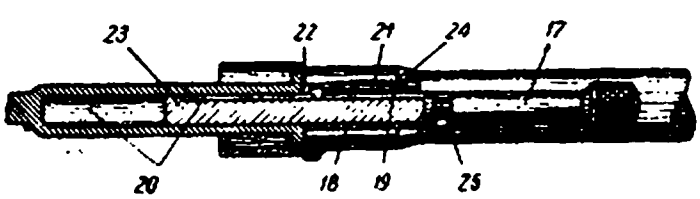

Рис. 8
Выявить при выталкивании стреляных гильз из камор барабана, обращая внимание на легкость и плавность движения шомпола. Причины тугого движения шомпола: 1. Изгиб шомпола (*17* на рис. 8). Отделить шомпол и проверить его прямизну линейкой. Шомпол не должен иметь погиба.	Выправить погнутый шомпол медным молотком на свинцовой плите.
2. Помятость шомпольной трубки (*18* на рис. 8). Отделить шомпол и осмотреть шомпольную трубку. Вмятины, нарушающие плавность движения шомпола в трубке, не допускаются.	Выправить шомпольную трубку (карта 6).
3. Несовмещение канала шомпольной трубки (*19* на рис. 8) с каналом оси барабана (*20* на рис. 8). Проверить движение шомпола по отдельности в канале шомпольной трубки и в канале оси барабана. Затем в собранном револьвере, поворачивая шомпольную трубку, привести ее в крайнее левое положение и, продвигая шомпол назад, проверить плавность его движения. Шомпол должен свободно, без утыкания, входить в канал оси барабана.	Если нарушено совмещение оси трубки с осью барабана — револьвер отправить в вышестоящий ремонтный орган.
Слабое соединение шомпола с шомпольной трубкой Выдвинуть шомпол вперед и придать револьверу вертикальное положение — рукояткой вниз; при этом шомпол, не удерживаемый рукой, не должен опускаться от собственного веса. Причины слабого соединения шомпола с шомпольной трубкой: 1. Изгиб пружины шомпола (*21* на рис. 8). Проверить работу пружины и, отделив, осмотреть ее. Пружина шомпола должна своим зубом нажимать на шомпол и удерживать его при выдвинутом положении.	Восстановить кривизну пружины правкой ее медным молотком на свинцовой плите. При повторных случаях заменить пружину новой.
2. Износ зуба пружины шомпола (*22* на рис. 8). Осмотреть зуб пружины и проверить, упирается ли он в дно продольного паза шомпола. Давление зуба пружины на шомпол должно быть достаточным для удержания шомпола в выдвинутом положении.	Заменить пружину. Как временное мероприятие увеличить высоту зуба за счет подчистки пружины около зуба трехгранным надфилем.
Выпадание шомпола Выдвинуть шомпол доотказа вперед и посмотреть, не вынимается ли он при этом из шомпольной трубки. Причины выпадания шомпола: 1. Износ или излом упорной стенки шомпольной дорожки (*23* на рис. 8).
2. Поломка винта пружины шомпола (*24* на рис. 8). Проверить соединение винта пружины с шомпольной трубкой.	Если конец сломанного винта выступает из гнезда, вывернуть его и поставить новый винт. Высверлить конец сломанного винта и прочистить резьбу гнезда (карта 8) при невозможности вывернуть.
Продвинуть шомпол назад доотказа и повернуть его налево; проверить, прочно ли он удерживается в этом положении от смещения вперед. Причины незакрепления шомпола: 1. Загрязнение канала оси барабана (*20* на рис. 8). Отделить ось барабана и проверить с помощью тонкой палочки, не загрязнен ли канал оси.	Прочистить канал оси барабана.
2. Несовмещение зуба пружины (*22* на рис. 8) с поперечным пазом на шомполе (*25* на рис. 8). Вставить шомпол в канал оси барабана доотказа и проверить, повертывается ли он налево.	Пригнать зуб пружины к поперечному пазу шомпола (карта 9).